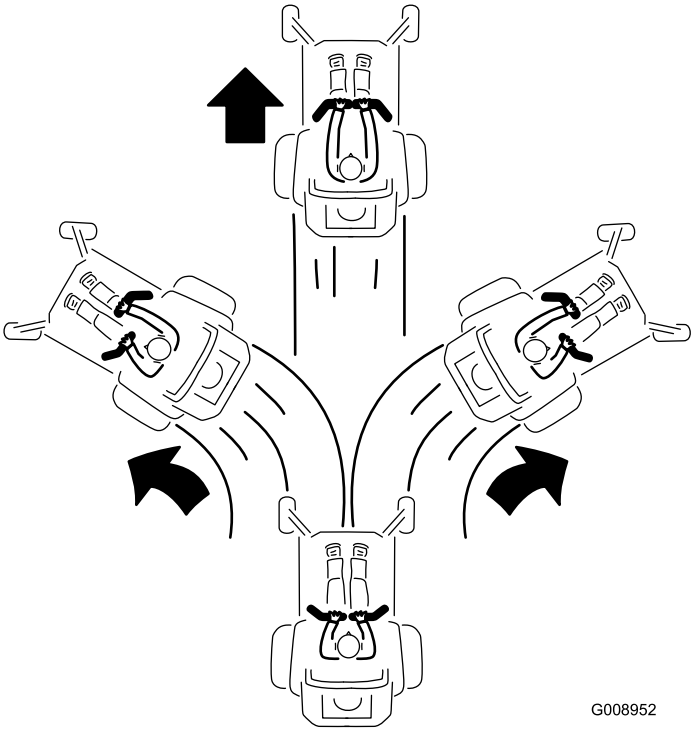

Figur 24
3. Kör framåt genom att försiktigt föra rörelsereglagespakarna framåt (Figur 24).